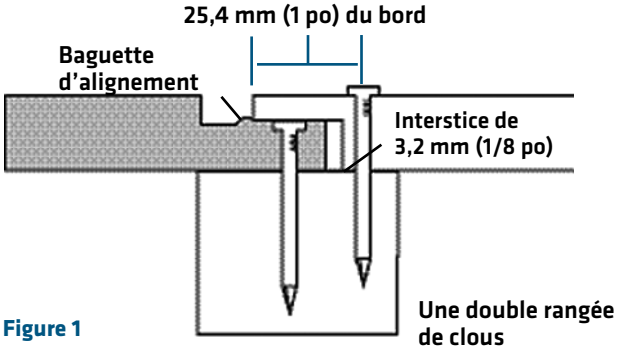
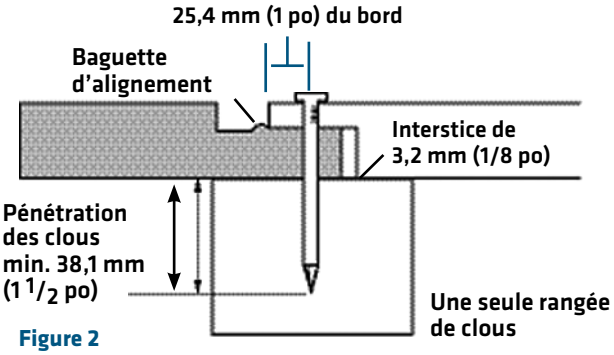

Figure 1
Figure 2
- NE L'INSTALLEZ PAS PAR-DESSUS LA BAGUETTE D'ALIGNEMENT. Installez les panneaux légèrement contre le bord de la baguette d'alignement. (Voir figure 1 et figure 2).